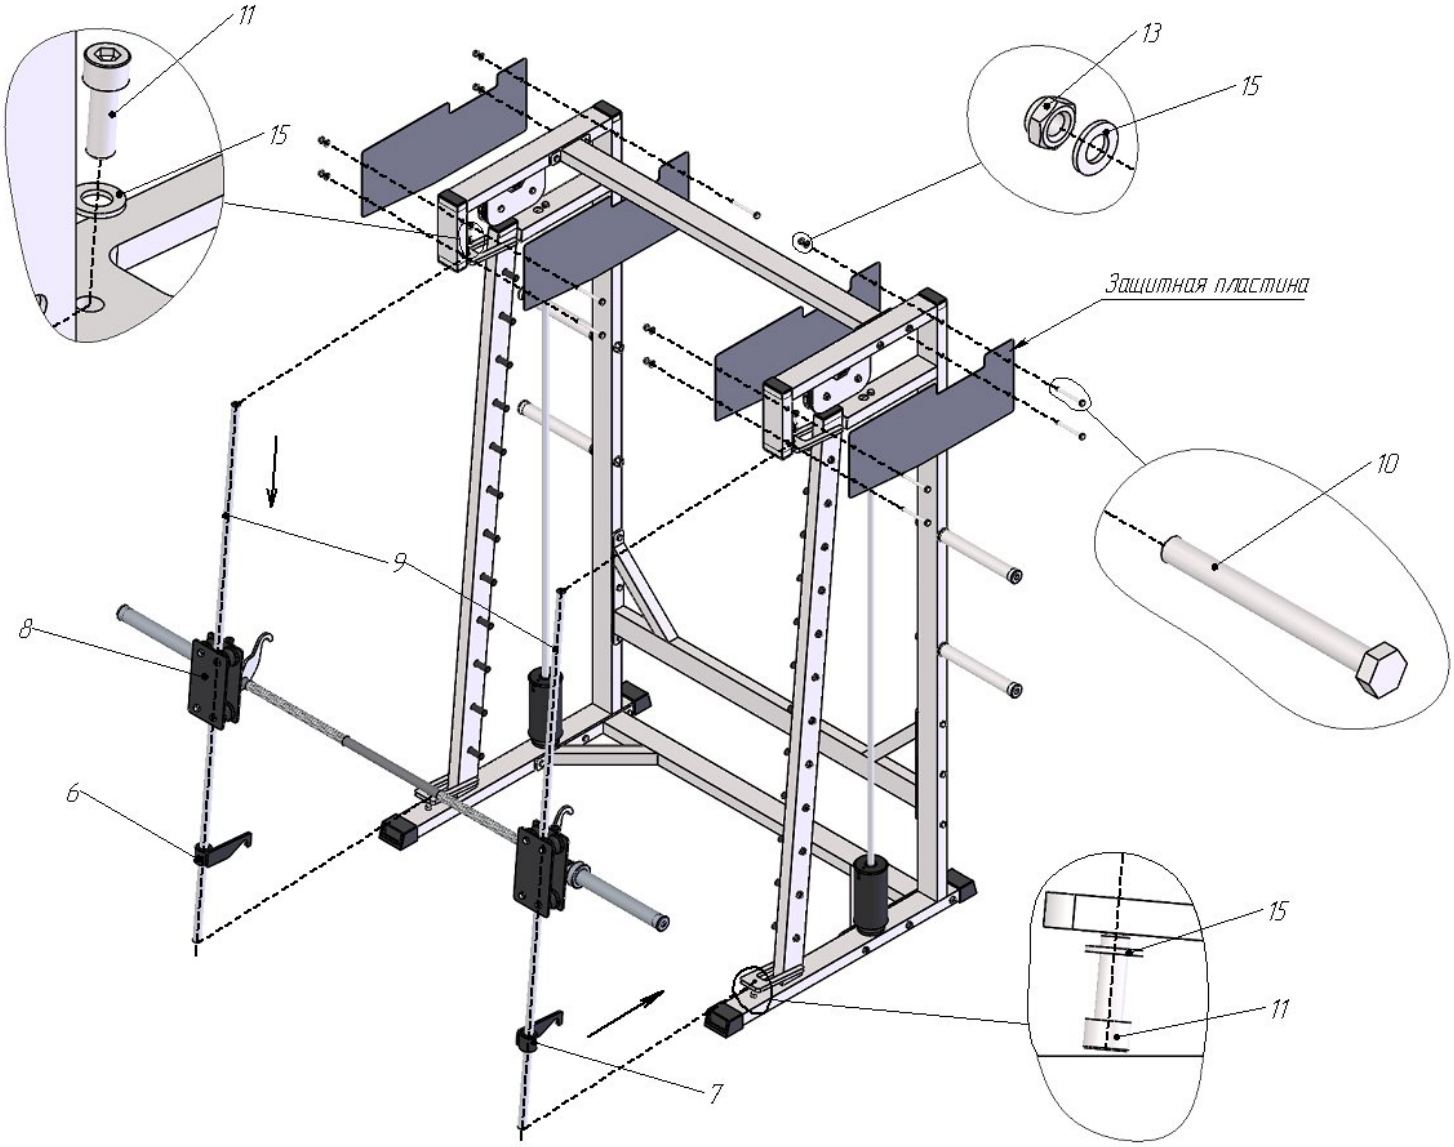

Рис.2
2. Возьмите направляющие штанги Смитта (9) и наденьте на них страховки: левую (6) и правую (7), затем штангу в сборе (8). (Рис.2) Прикрутите получившуюся конструкцию к каркасу машины Смитта сверху и снизу с помощью крепежного комплекта: винт M10x30, шайба D10. (Рис.2)